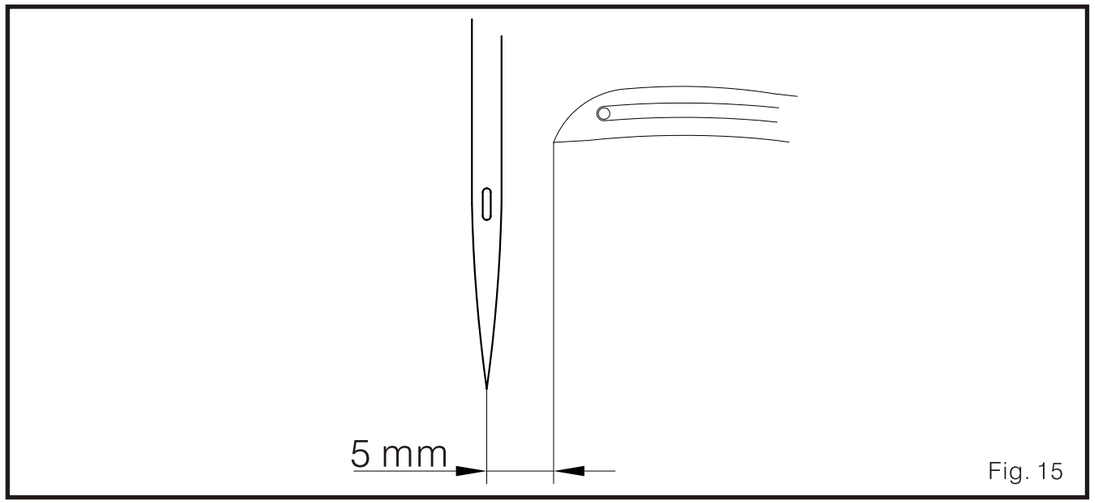

Fig. 15
4. Cuando la aguja este en el punto muerto inferior de la franja 0, la punta del bucleador deberá estar a 5 mm del diámetro exterior de la aguja. Cuando la aguja se mueva la punto muerto inferior de la tercera franja, el golpe posterior del bucleador, desde la punta del bucleador hasta el diámetro exterior de la aguja, también deberá existir una distancia de 5 mm. (Fig. 15)
3. Para ajustar (Fig. 15)